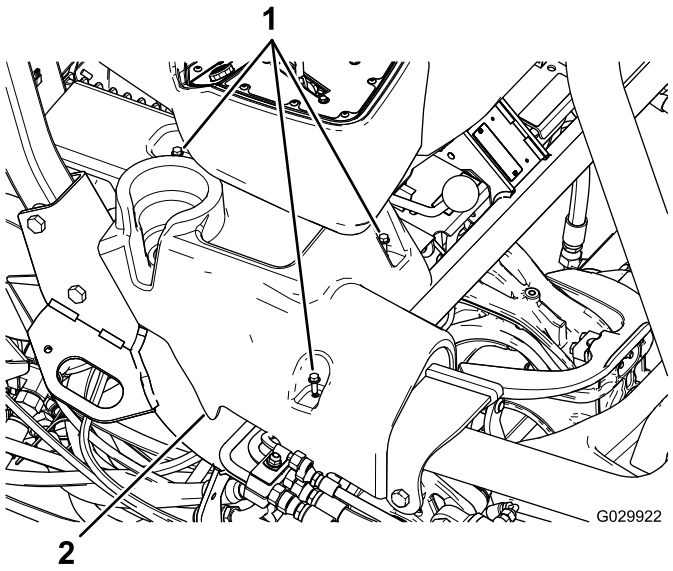

Figure 1
4. Retirez les boulons à embase qui fixent les consoles gauche et droite, et déposez les consoles (Figure 1).